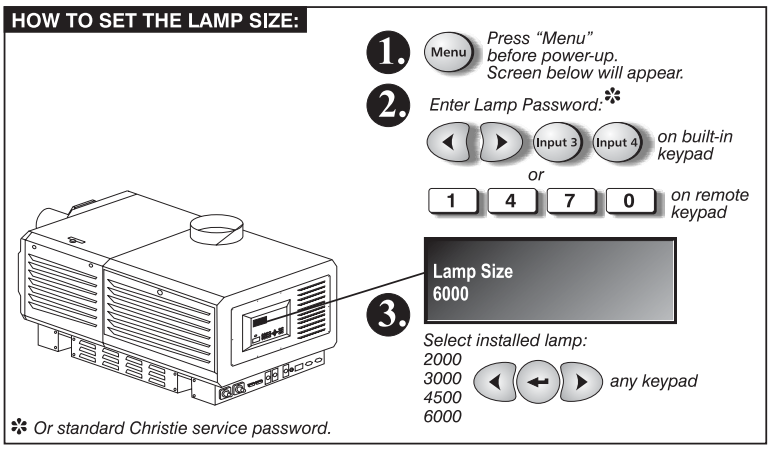

Figure 2.41. Checking or Setting Lamp Size
1. Press (Menu). The Status Display at the rear of the projector will show a "Lamp Size" of 2000, 3000, 4500 or 6000 watts, depending on its last setting (factory default=6000). See Figure 2.41.
2. Enter either the Lamp Password (see Figure 2.41), or the Christie service password. *NOTE: A password is required unless the "Enable Password" service option has been turned off.*